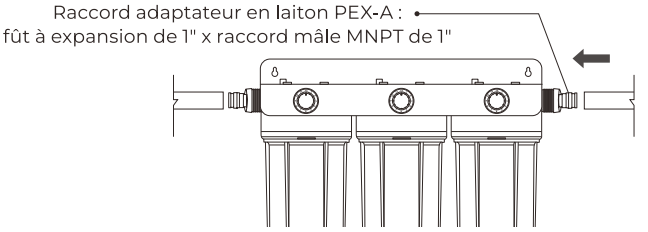

Figure 1
2. Marquez deux raccords adaptateurs : fût à expansion en laiton PEX-A de 1" x raccord mâle MNPT de 1" (non inclus dans la boîte). Enroulez plus de 5 tours de bande de Teflon sur le filetage externe de l'adaptateur. Vissez une extrémité du filetage externe dans le filetage de la bouteille de filtre FNPT de 1" et serrez-la avec une clé **(Figure 1)**.